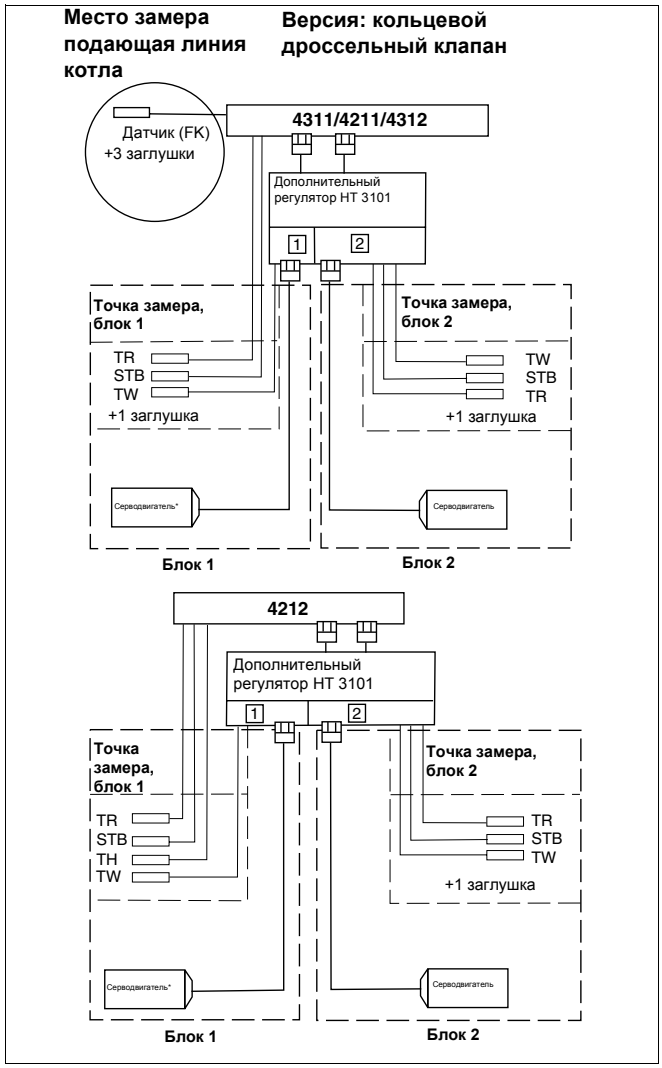

Рис. 64 Схема соединений дополнительного регулятора; версия с кольцевым дроссельным клапаном
- Соединить дополнительный регулятор и кольцевой дроссель-клапан с серводвигателем (правый котловой блок, 2-ая ступень) согласно схеме (рис. 64).
Отдельные датчики регулятора HT 3101 вставляются вместе с датчиками системы управления в место замера блока 1 (в гильзу) согласно схеме (рис. 64). Датчики (3 датчика и одна заглушка) вставляются в соответствии со схемой (рис. 64) в место замера на блоке 2 (в гильзу).